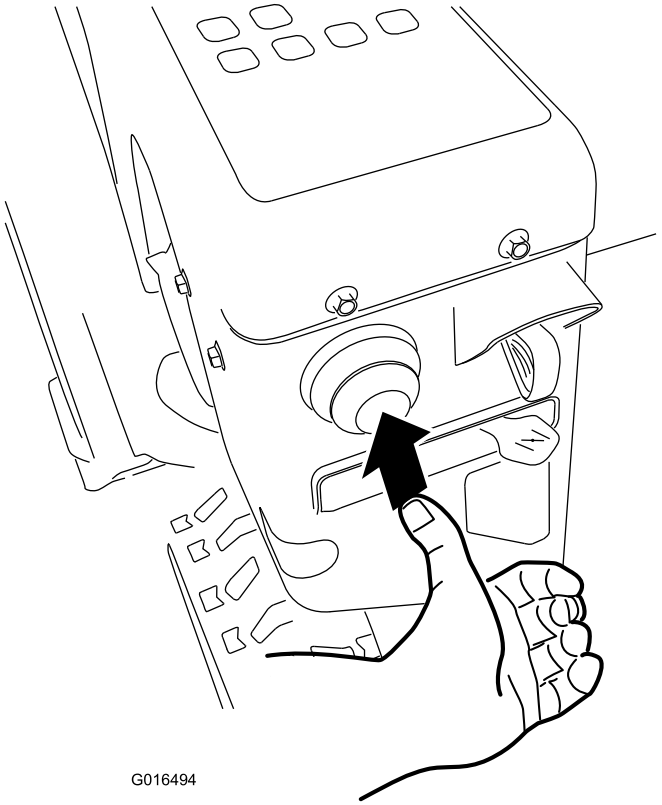

Figur 28
4. Trykk primeren helt inn med tommelen som vist på skjemaet nedenfor, og hold primeren inne i ett sekund før du slipper den igjen hver gang (Figur 28).